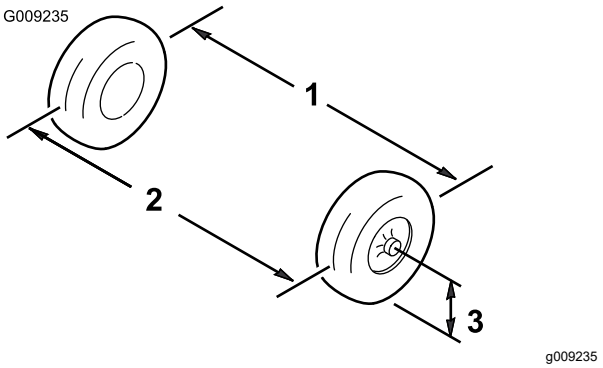

Figuur 58
2. Meet ter hoogte van de as de afstand tussen de voorwielen aan de voorkant en de achterkant van de wielen (Figuur 58).